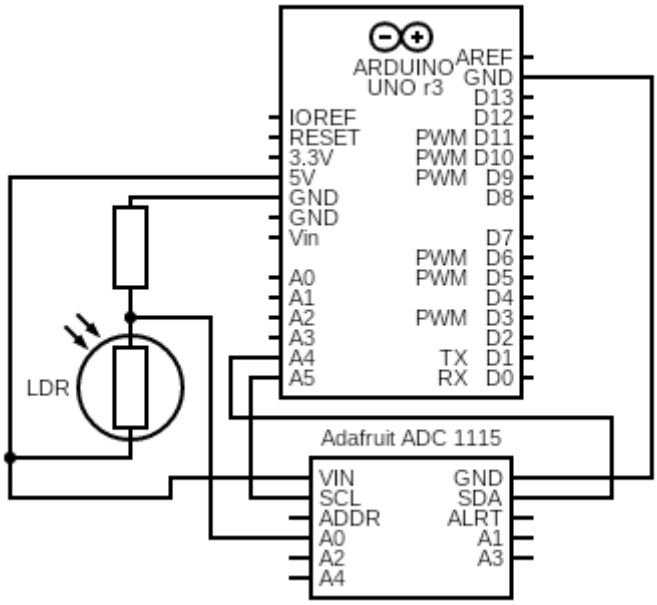

Figure 1: Circuit diagram of the Arduino, LDR and ADC
1. Assemble components as in Figure 1, connecting the analogue-to-digital converter to the Arduino Uno via I2C. If the Arduino Uno does not have individually labelled SDA and SCL pins, as some older models do not, connect the Adafruit ADC to analogue pins 4 and 5 as shown.